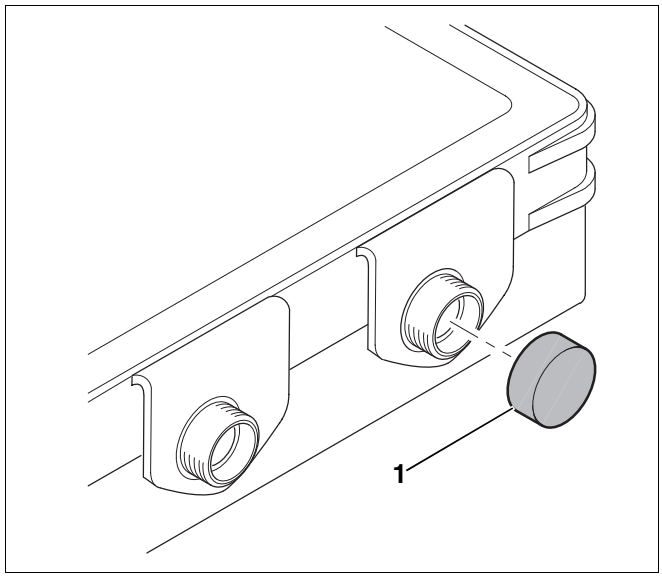

Afb. 40 Beschermingskapje (rechterzijde) verwijderen
- Verwijder het beschermingskapje (afb. 40, **pos. 1**) aan de rechter collectorzijde.